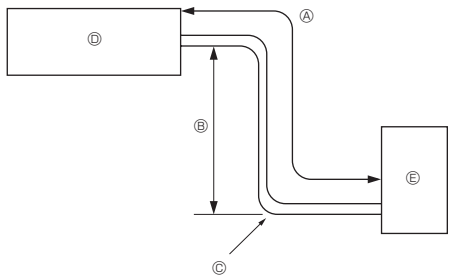

Fig. 2-1
### 2.1. Outdoor unit (Fig. 2-1)
**2.1. Refrigerant pipe (Fig. 2-1)**